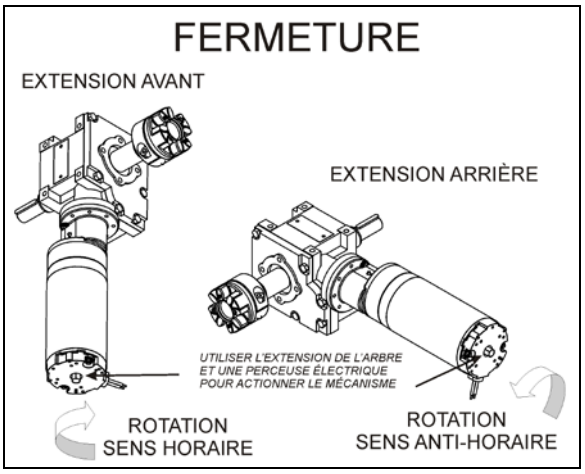

FIGURE 13: ROTATION DU MOTEUR DE LA RALLONGE COULISSANTE 26038
5. Tourner l'arbre d'extension du moteur au moyen de la perceuse jusqu'à ce que la rallonge coulissante atteigne sa position fermée. (Figure 13)